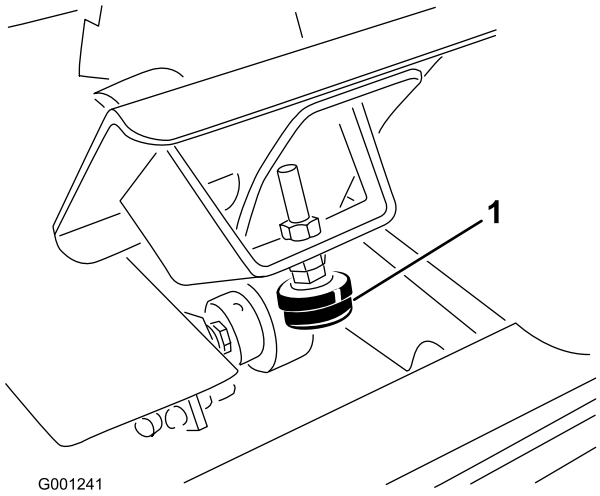

**Figuur 67**
1. Controleer de afstelling van de pedaalaanslag. De pedaalaanslag (Figuur 67) moet licht contact maken met het frame voordat de pomp een volledige slag aflegt.